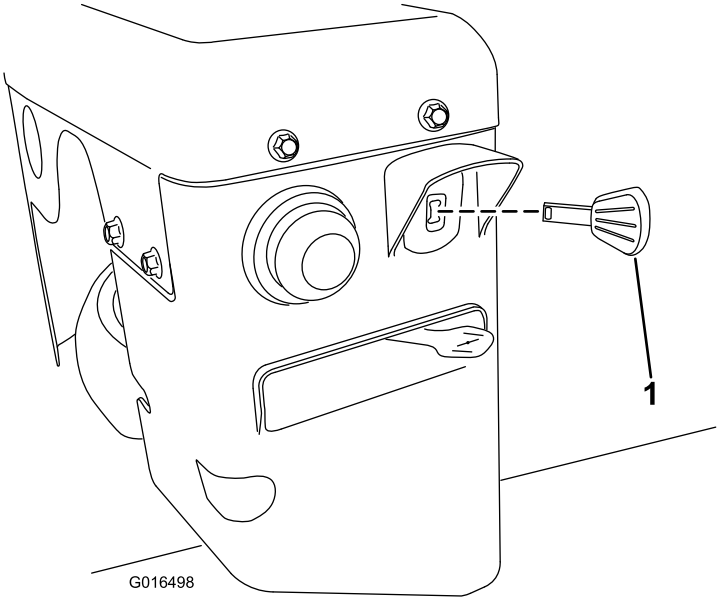

Рисунок 26
3. Вставьте ключ зажигания до упора в (Рисунок 26).